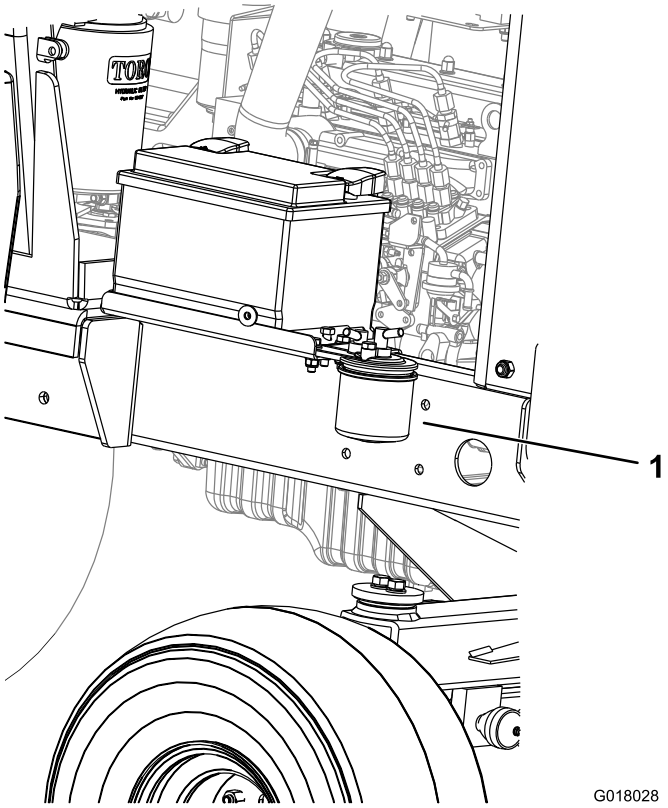

Figur 38
1. Plasser en ren beholder under drivstoffilterbeholderen (Figur 38).